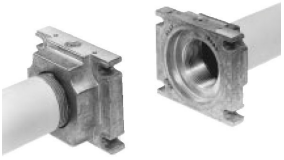

Рис. 9
3. Установить Мультиблок между резьбовыми фланцами (Рис. 9)